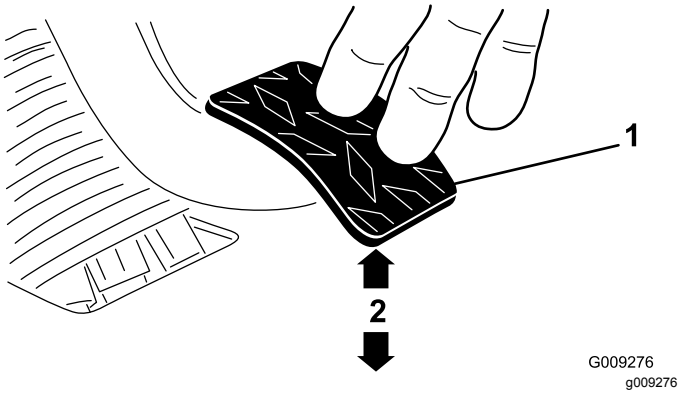

Rysunek 60
3. Reguluj przeciwnakrętki lub przegub kulowy do momentu, gdy po przyłożeniu do pedału siły o wartości 1,8 kg tylna krawędź pedału sprzęgła znajdzie się w odległości od 9,2 do 9,8 cm od górnej krawędzi żebrowanej płyty podłogowej (Rysunek 60).